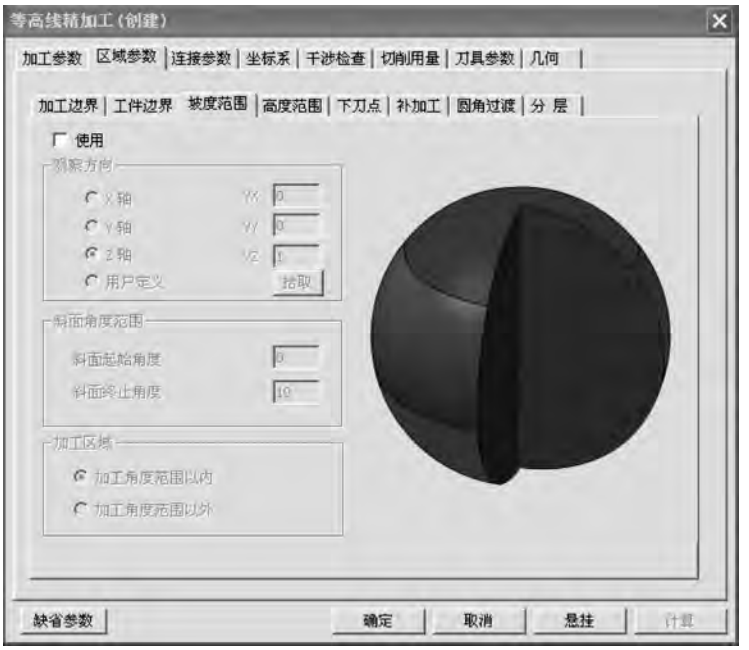

图 5-138 “坡度范围”选项卡
(1) 坡度范围。选择使用后能够设定斜面角度范围和加工区域，如图 5-138 所示。